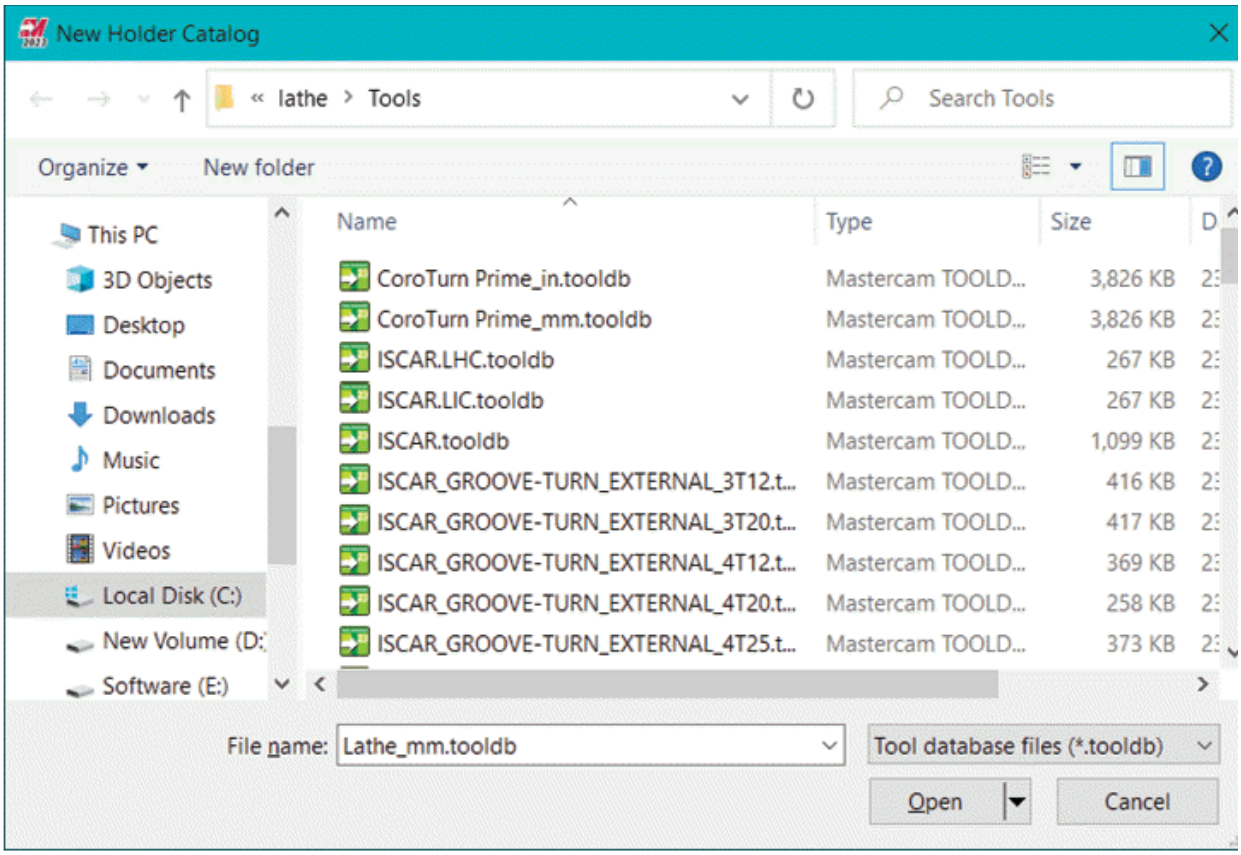

Figure-29. New Holder Catalog dialog box
- Click on the **Select Catalog** button. The **New Holder Catalog** dialog box will be displayed; refer to Figure-29.